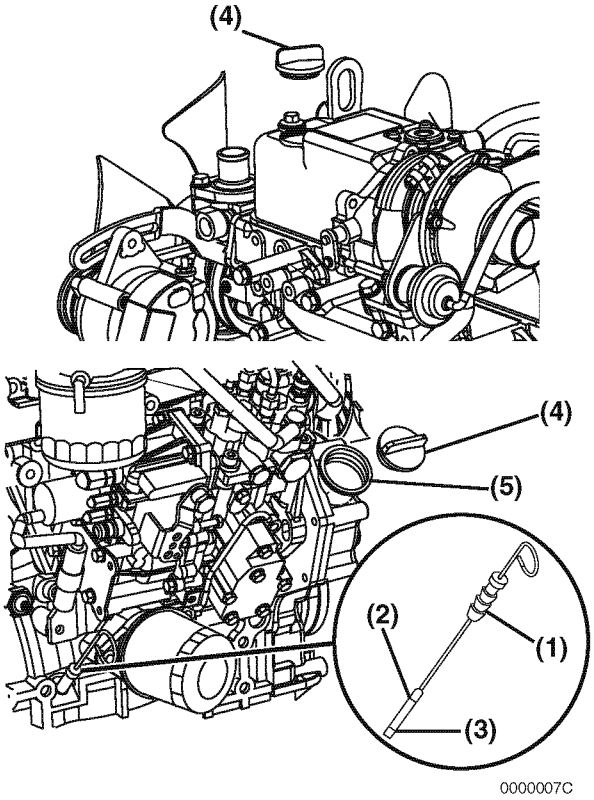

Figure 4-6
2. Remove the dipstick **(Figure 4-6, (1))** and wipe it with clean cloth.
4. Remove the dipstick. The oil level should be between the upper **(Figure 4-6, (2))** and lower **(Figure 4-6, (3))** lines on the dipstick.
2. Remove the oil cap **(Figure 4-6, (4))**.
3. Add the indicated amount of engine oil at the top or the side engine oil filler port **(Figure 4-6, (5))**.
6. Reinstall the oil cap **(Figure 4-6, (4))** and hand-tighten. Over-tightening may damage the cap.